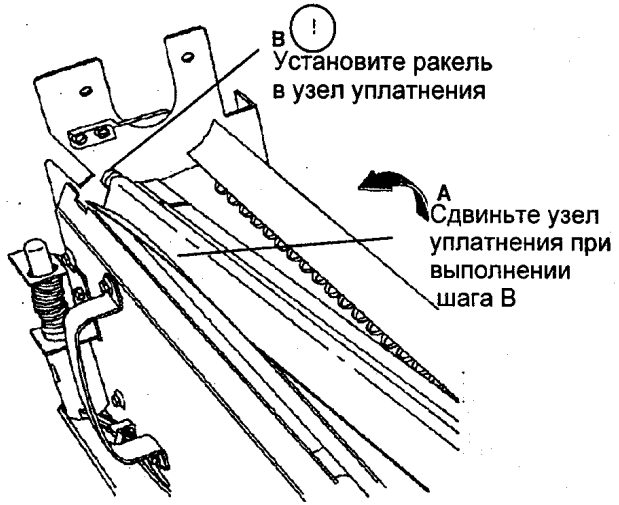

Рис. 6 Установка узла ракеля в узел уплатнения
3. (РИС. 6): УСТАНОВИТЕ УЗЕЛ РАКЕЛЯ В УЗЕЛ УПЛОТНЕНИЯ.